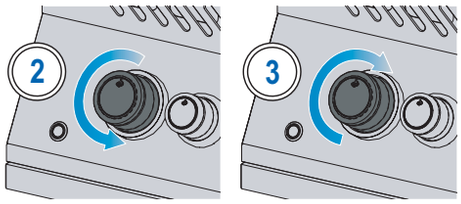

Afb. 1
4. Als de waakvlam en de brander niet binnen 5 seconden gaan branden, draai de bedieningsknop dan met de klok mee naar de UIT-stand. Wacht 5 minuten om het gas te laten vervliegen. Herhaal stap 2 en 3 of steek de brander aan met een lucifer. (Afb. 1)
5. Als de brander niet gaat branden, draai de bedieningsknop dan met de klok mee naar de UIT-stand. Wacht 5 minuten. Herhaal stap 3 en 4. (Fig. 1)